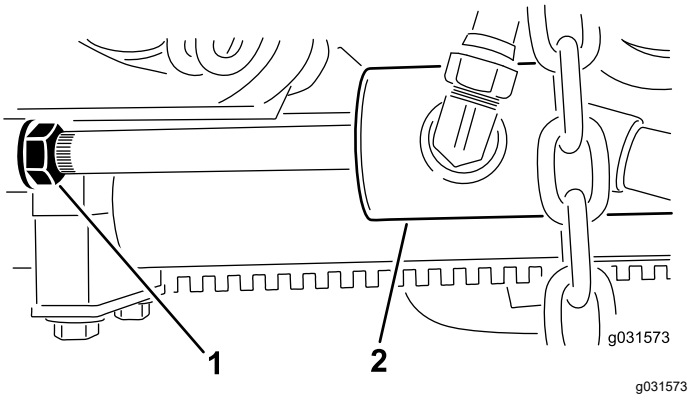

Figura 14
B. Allentate il controdado sul cilindro (Figura 14).